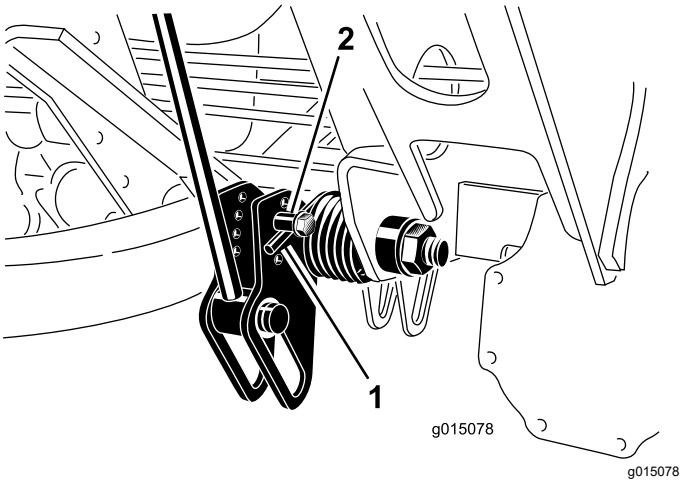

Figur 71
2. Sätt i ett rör eller liknande i den långa fjäderänden för att minska fjädrarnas spänning under justeringen (Figur 71).
3. När du minskar fjädrarnas spänning ska du ta bort skruven och låsmuttern som håller fast fjäderdonet på fästet (Figur 71).